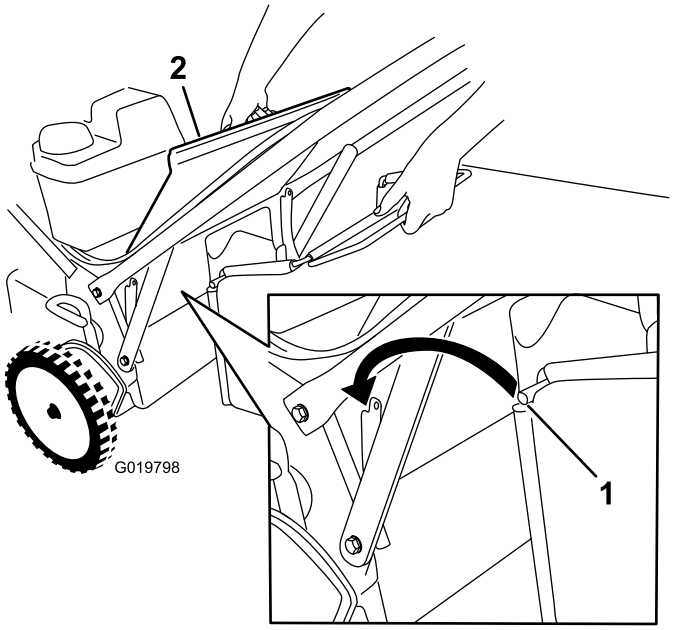

Figuur 19
1. Zet de afvoergeleider aan de achterzijde omhoog en houd hem in deze stand (Figuur 19).
3. Breng de grasvangerstang aan in de inkepingen onderaan de handgreep en schud de grasvanger heen en weer om zeker te zijn dat de stang helemaal in de beide inkepingen zit; zie Figuur 19.